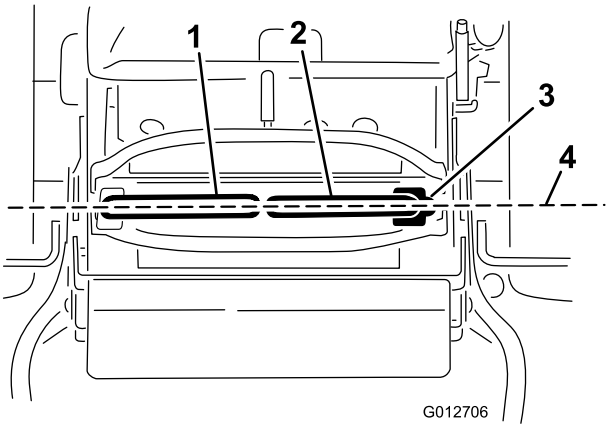

**Figuur 70**
**Belangrijk: Controleer of de sporing van de maaier juist is nadat u de rijhendels hebt versteld. De sprong aanpassen en de uitlijning voor/achter van de rijhendels is dezelfde procedure (Figuur 70).**
1. Nadat de horizontale uitlijning is voltooid, moet u de uitlijning voor-achter controleren door de rijhendels naar voren te duwen om eventuele speling in de overbrenging van de rijhendels te verhelpen (Figuur 70).